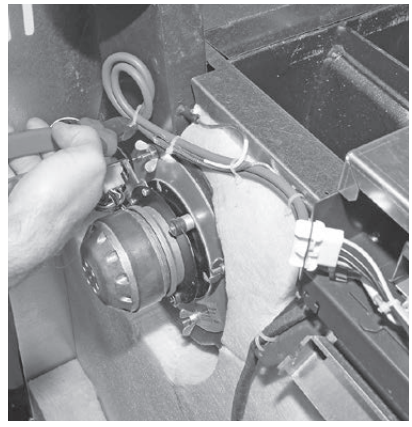

Fig. 33 Tagliare la fascetta per cavi
- ▶ Tagliare la fascetta per cavi sul cavo del ventilatore – Fig. 33.